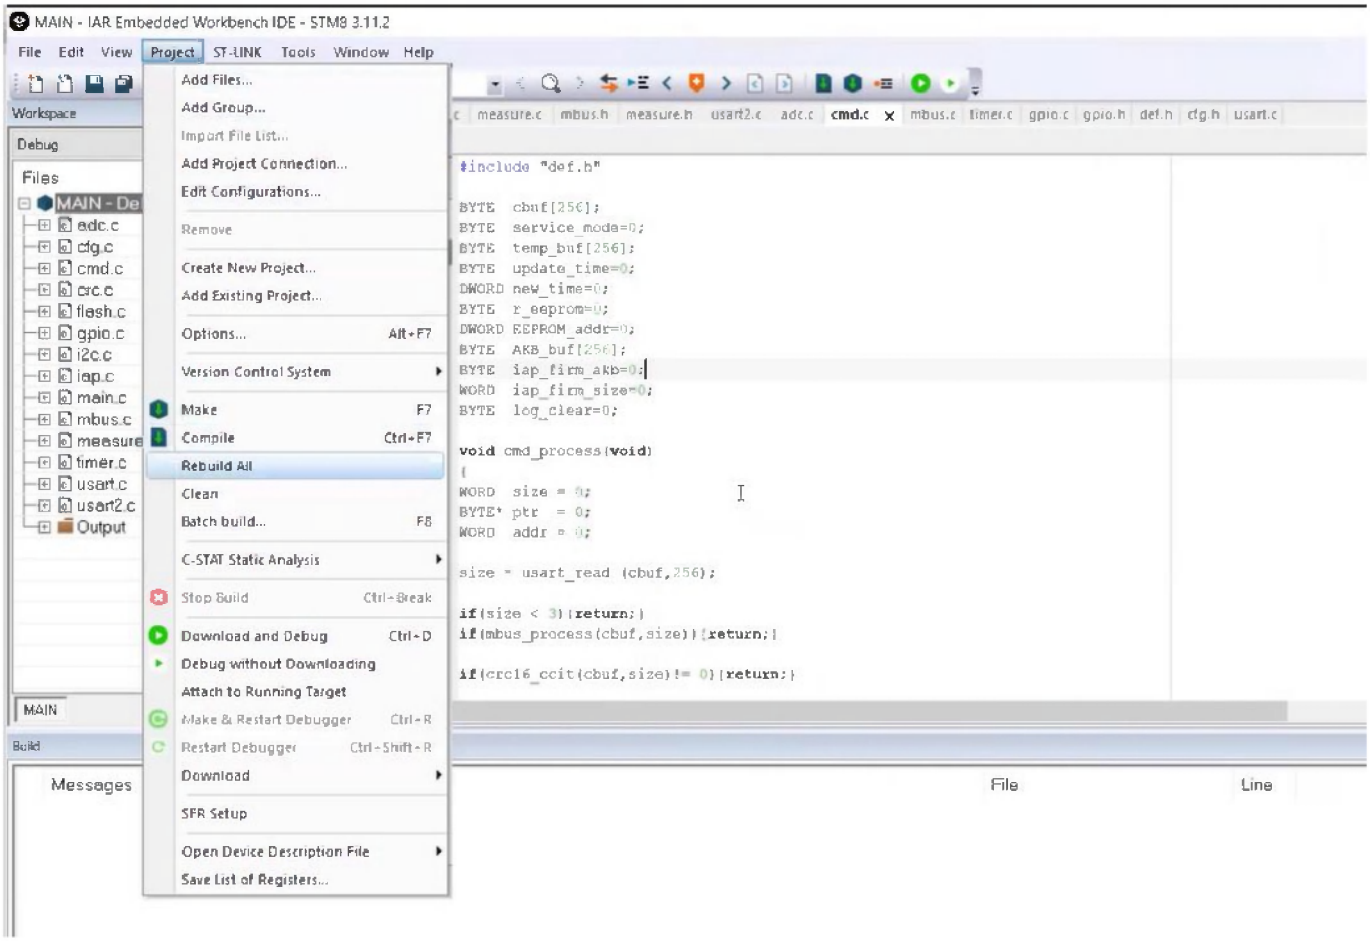

Рисунок 30
4.6.3 Запустить компиляцию через меню Project\Rebuild all (Рисунок 30).